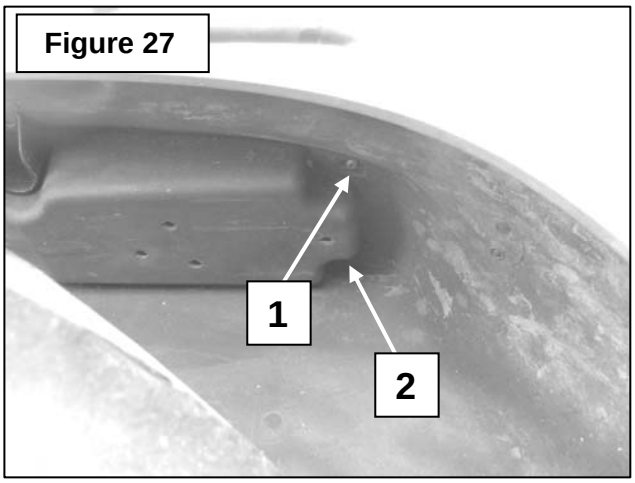

Figure 27
14. Figure 27: Unscrew the two bolts (items 1-2) under the rear right fender.